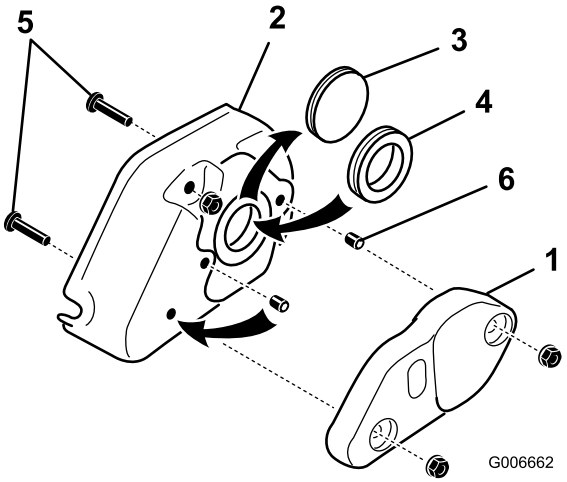

Figur 28
31. Fjern de (2) 5/16 tommers flangemøtrikker, der fastholder trimmervægten til trimmerdækslet, og fjern vægten (Figur 28).
6. Sætskrue (2)
32. Fjern den massive krans fra dækslet, og udskift den med gummikransen (Figur 28).
33. Fjern de (2) 5/16 x 1-1/4 tommers skruer, der er skruet ind i dækslet (Figur 28).
34. Fjern sætskruen fra det midterste hul i trimmerdækslet (Figur 28). Skru denne sætskrue og sætskruen, der følger med sættet, ind i de huller, som tidligere blev brugt til dækselmonteringsskruerne. Påfør Loctite på sætskruerne, før montering. Sørg for, at sætskruerne flugter med dækslet.